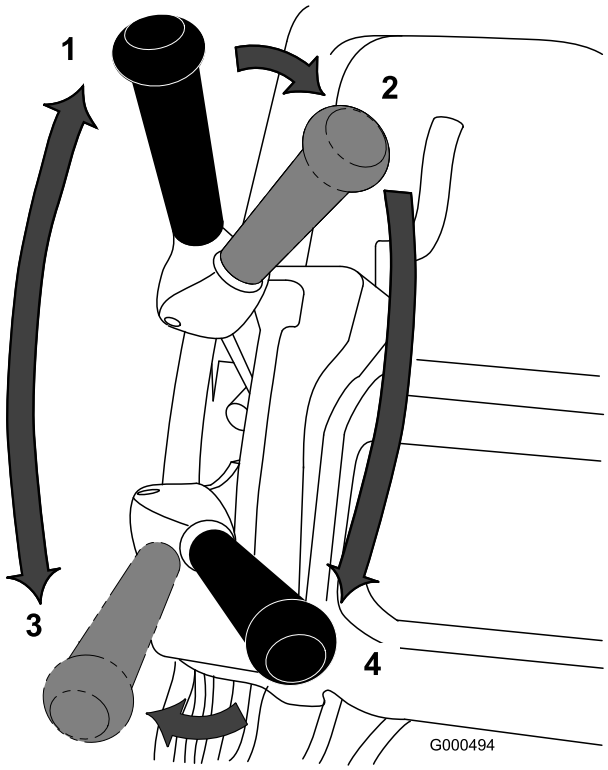

Figura 26
1. Arranque el motor, ponga el acelerador en Lento, empuje el manillar hacia abajo para elevar la unidad de corte, apriete el control de presencia del operador, ponga la palanca de tracción en la posición de Engranado y lleve el cortacésped al borde del green (Figura 26).
2. Mueva la palanca de tracción a la posición de Desengranado y engrane la palanca de transmisión del molinete (Figura 26).
3. Mueva la palanca de tracción a la posición de Engranado, aumente la velocidad con el acelerador hasta que el cortacésped se desplace a la velocidad deseada, lleve el cortacésped al green, baje la parte delantera del cortacésped y empiece a segar (Figura 26).